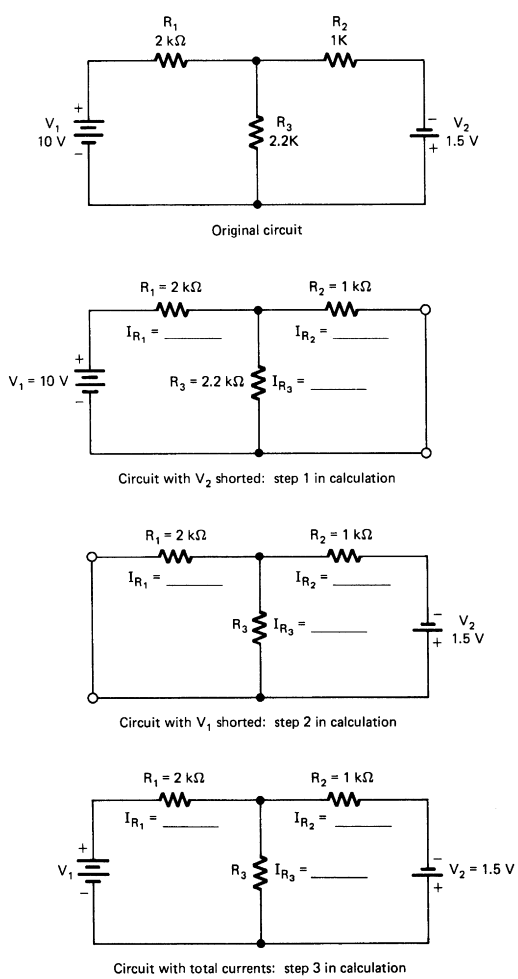

FIGURE 3-9A Illustration of superposition method.
1. Using the superposition method, calculate the currents through each resistor of the circuit in Fig. 3-9A. Label these values on the circuits sketched in the figure. Draw arrows to indicate the directions of current.
2. Construct the original circuit shown in Fig. 3-9A. Apply 10 V from the variable dc power supply. Use a dry cell for the other power source. Check the dry cell to determine its condition.
4. Apply Kirchhoff's voltage law to calculate each of the currents in the circuit shown in Fig. 3-9A.